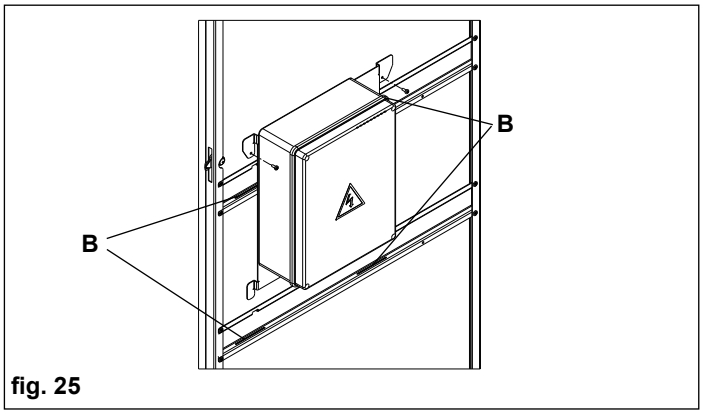

fig. 25
- Tagliare le fascette di aggancio della scatola schede di gestione al distributore idraulico, posizionare la scatola sulla porta del box inserendo i ganci superiori e inferiori nelle asole (**B**) delle staffe presenti sulla porta stessa (fig. 25)
- fissare le due viti 3.9x9.5 a corredo nei fori dei ganci superiori per impedirne la fuoriuscita dalle sedi (fig. 25)